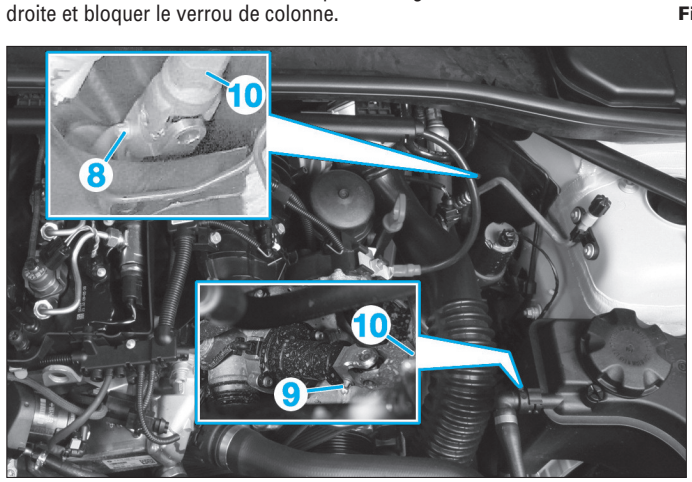

Fig. 5
• Déposer les vis de fixation (8) et (9) de l'arbre inférieur (10) de la colonne de direction **(Fig.5)**.
- Reposer l'arbre inférieur de direction (10) **(Fig.5)**. Il ne peut être inséré que dans une position sur la colonne de direction.
- Retarauder les filetages et remplacer les vis de serrage (8) et (9).